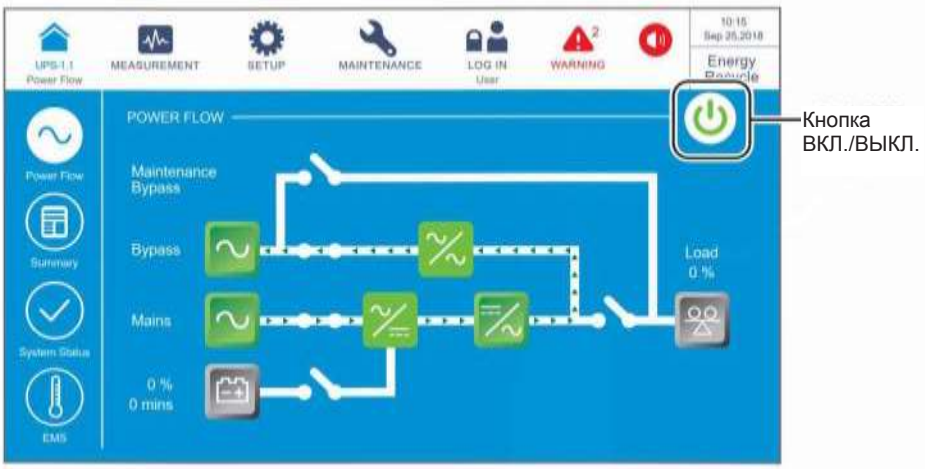

Рисунок 6-67: Экран режима повторного использования электроэнергии и кнопка ВКЛ./ВЫКЛ.
1. В режиме повторного использования электроэнергии на ЖК-дисплее отображается следующий экран (***Рисунок 6-67***), а трехцветный светодиодный индикатор горит желтым. Расположение трехцветного светодиодного индикатора см. на ***Рисунке 2-11***.